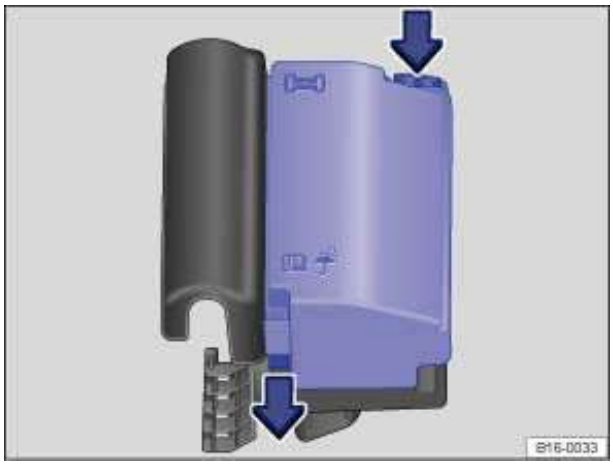

Fig. 148 In the engine compartment: Fuse box cover.
- Move the release tabs in the direction of the arrows ⇒fig. 148 to unlock the fuse box cover.